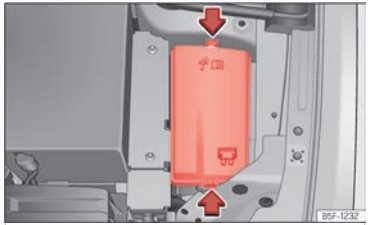

Fig. 236 En el vano motor: tapa de la caja de fusibles.
- Presione las pestañas de bloqueo para desbloquear la tapa de la caja de fusibles ››› fig. 236.